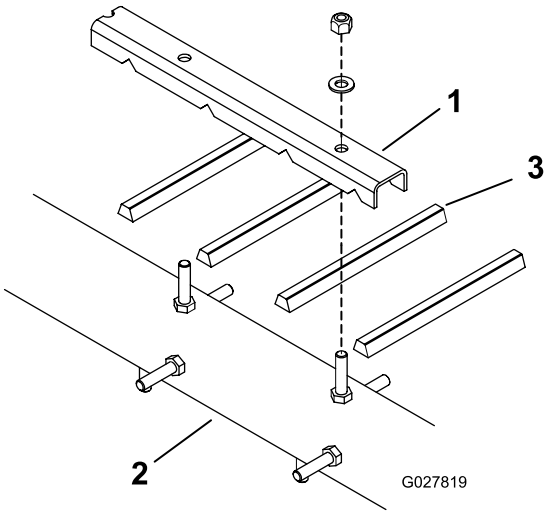
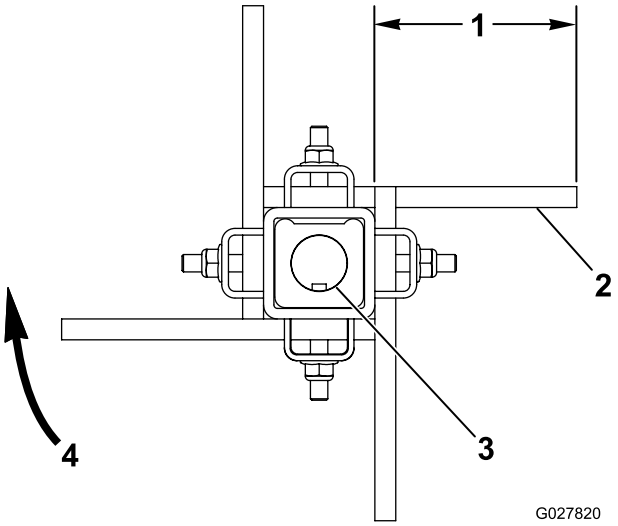

Figuur 11
Figuur 12
1. Zet de moeren en ringen los waarmee de vingerklemmen bevestigd zijn aan de rotor (Figuur 11 en Figuur 12).
3. Plaats nieuwe riemvingers (Figuur 11 en Figuur 12). De riemvingers steken ongeveer 10 cm uit de vingerklemmen.